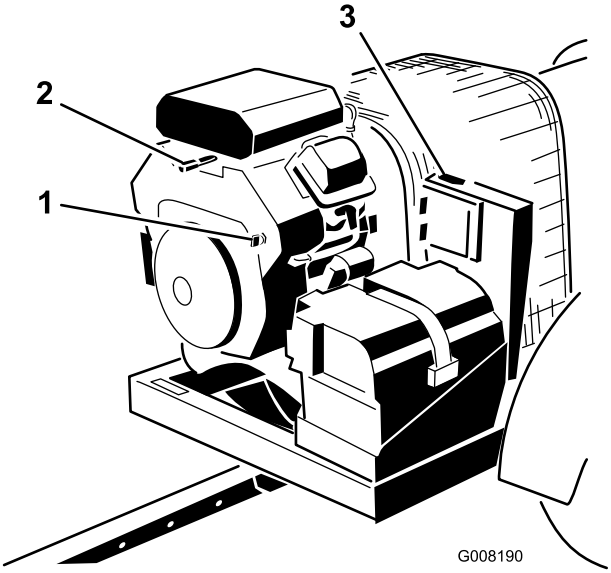

Figur 13
3. Drej tændingsnøglen til positionen "START", og sæt den hurtigt herefter i positionen "ON" (Figur 13) Dette aktiverer modtageren .
4. Hvis du forlader maskinen, skal nøglen drejes til positionen FRA og tages ud af tændingen (Figur 13).